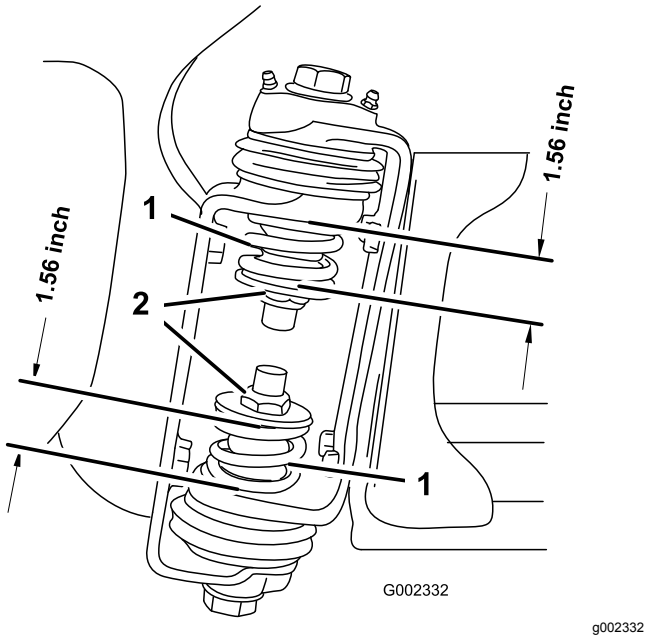

**Figur 39**
3. Ved bomhengselen bør du måle kompresjonen til øvre og nedre fjær mens bommene er i utstrakt posisjon (Figur 39).